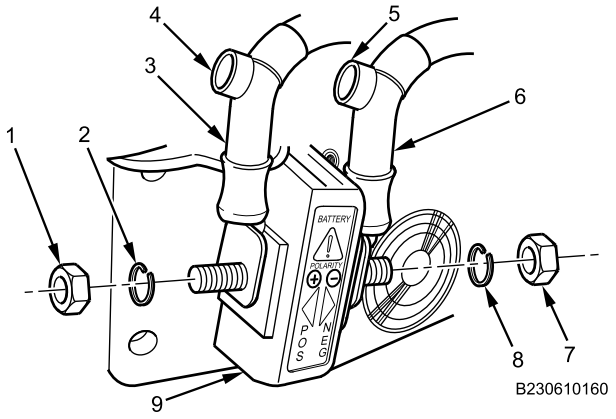

Figure 5. 110V Inverter Positive Cable.
6. Slide positive and negative cable covers (Figure 5, Item 4 and 5) up on cable harnesses.
7. Remove nut (Figure 5, Item 1) and lockwasher (Figure 5, Item 2) securing positive cable (Figure 5, Item 3) to inverter (Figure 5, Item 9). Discard lockwasher.
8. Remove nut (Figure 5, Item 7) and lockwasher (Figure 5, Item 8) securing negative cable (Figure 5, Item 6) to inverter (Figure 5, Item 9). Discard lockwasher.